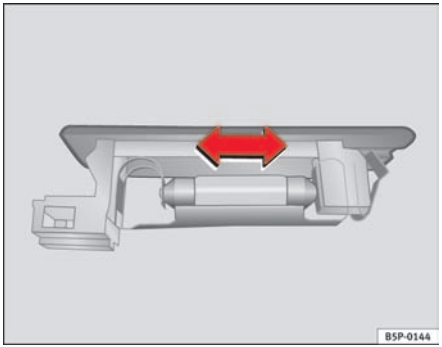

Fig. 192 Luggage compartment light
– Press the lamp sideways and remove it from the allotment ⇒ page 254, fig. 192. ■